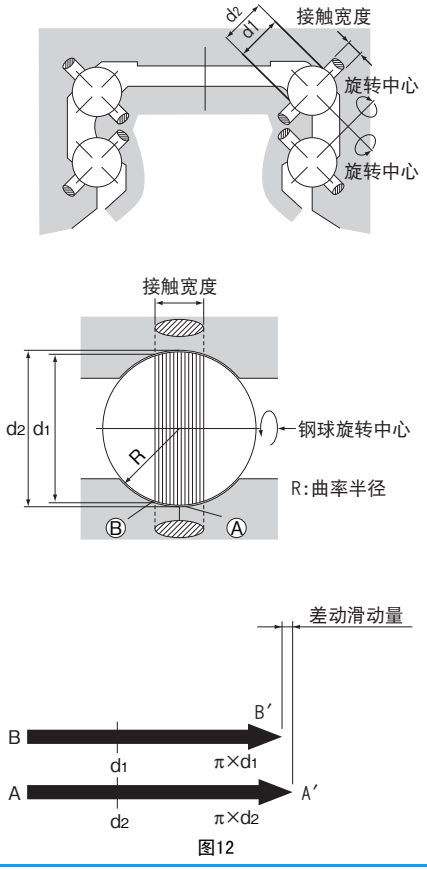
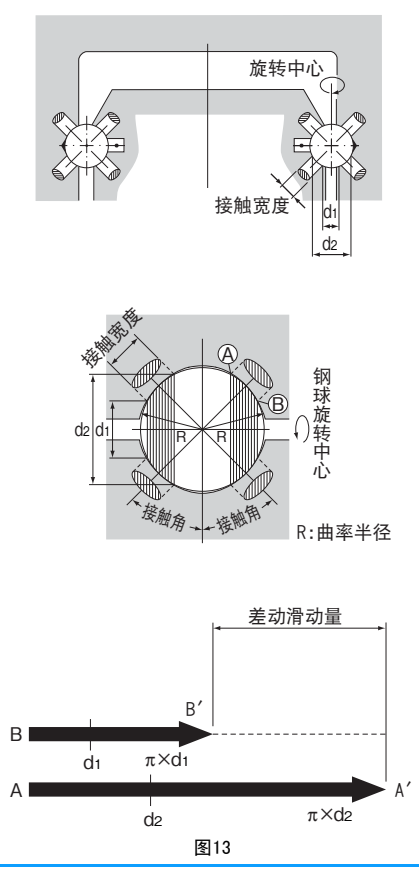

图12
图13
如图12和图13所示，当钢球旋转一周时，钢球滑动的位移为内侧接触直径的圆周（$\pi d_1$）和外侧接触直径的圆周（$\pi d_2$）之差。（该滑动位移称为差动滑动量。） 如果差值较大，钢球在滑动的同时旋转，摩擦系数会增大数十倍，摩擦阻力将急剧增加。
| 由于钢球在负荷方向上有两点与沟槽接触，如第 A-39图12和图13所示，即使在有予压或正常负荷情况下，$d_1$和$d_2$之间的差值较小，因此差动滑动量会减少，从而实现平滑的滚动运动。 | 如第 A-39图12和图13所示，接触面上$d_1$和$d_2$之间的差值较大，因此，如果发生以下任何情况，钢球会产生差动滑动量，导致摩擦力接近于滑动阻力，而且由于异常磨损，从而导致使用寿命变短。(1) 施加予压时；(2) 施加横向负荷时；(3) 两根轴之间的安装平行度较差时。 |